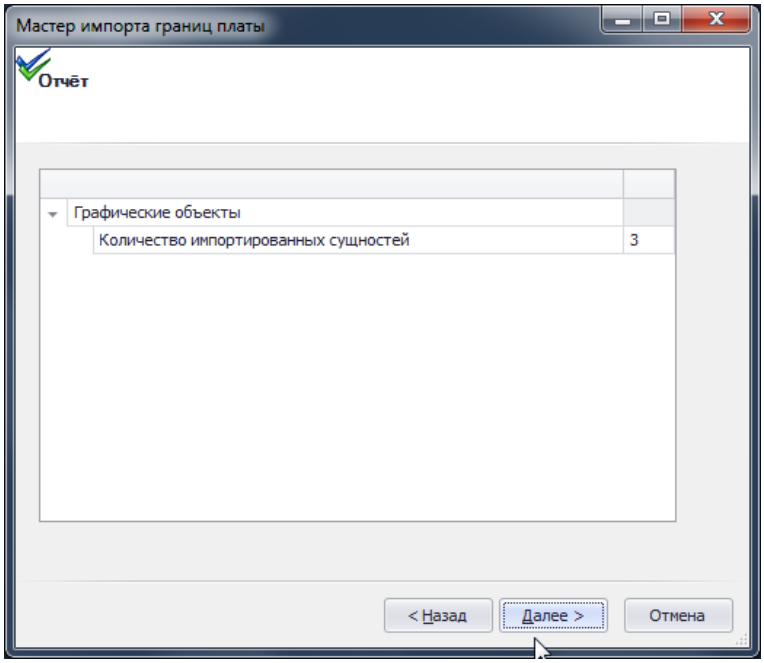

Рис. 698. Отчет об импортируемых данных
9. В следующем окне мастера представлен отчет по операции импорта, см. Рис. 698. Для продолжения необходимо нажать кнопку «Далее».